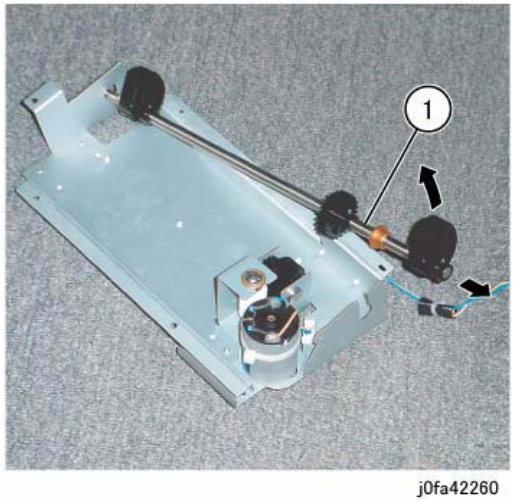

Figure 9 Removing the Stacker Shaft Assembly
14. Remove the Stacker Shaft Assembly (Figure 9):